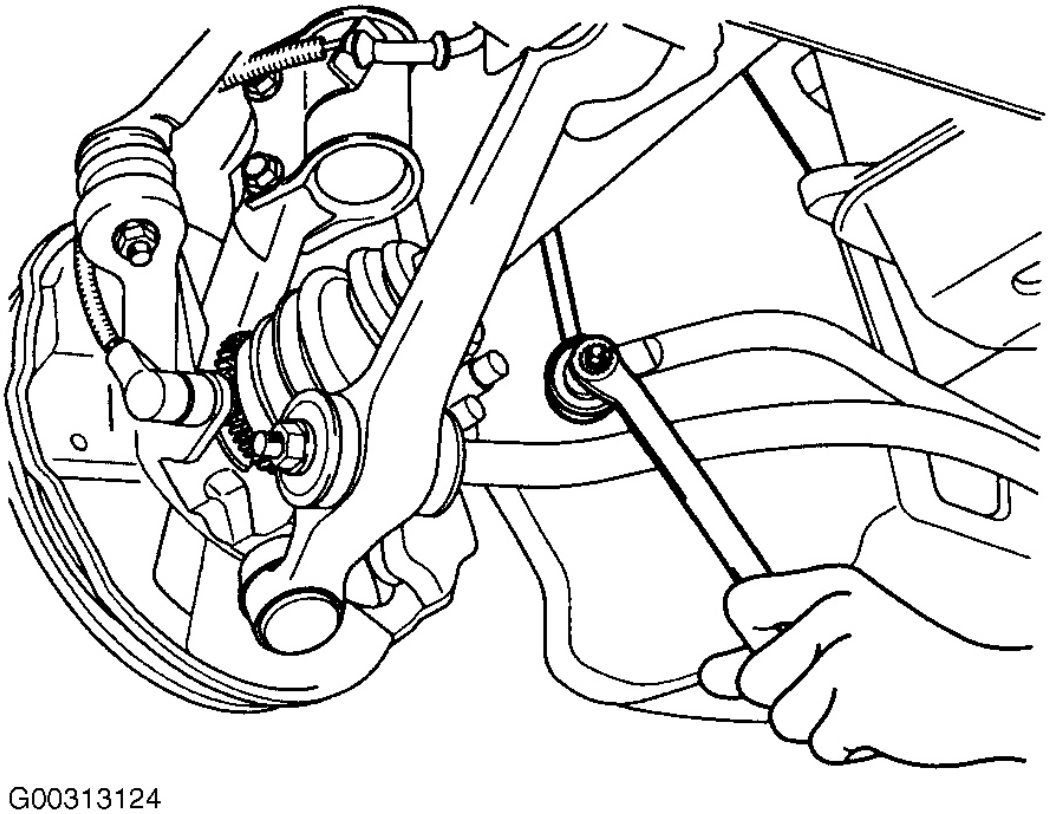

Fig. 8: Extracción e instalación de la barra estabilizadora en el Control de Enlace
8. Retirar la barra estabilizadora de la articulación de control después de quitar la tuerca de enlace de control. Ver **Fig. 8** .